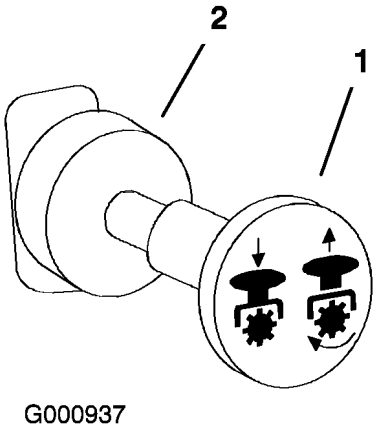

Figur 11
3. Flytta kraftuttagsreglaget till det urkopplade läget (Figur 11).
1. Skjut kraftuttaget till avslaget läge (Figur 11).